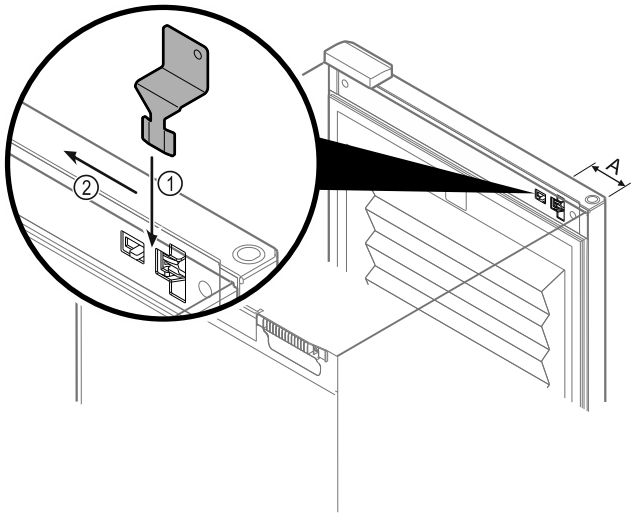

Fig. 136
▶ Poziționați cheia de deblocare de urgență în poziția specificată *Fig. 136 (A)* ≈ 100 mm.
▶ Introduceți cheia de deblocare de urgență *Fig. 136 (1)* între ușă și corpul aparatului, de sus până la opritor.
▶ Trageți cheia de deblocare de urgență în direcția balamalei. *Fig. 136 (2)*